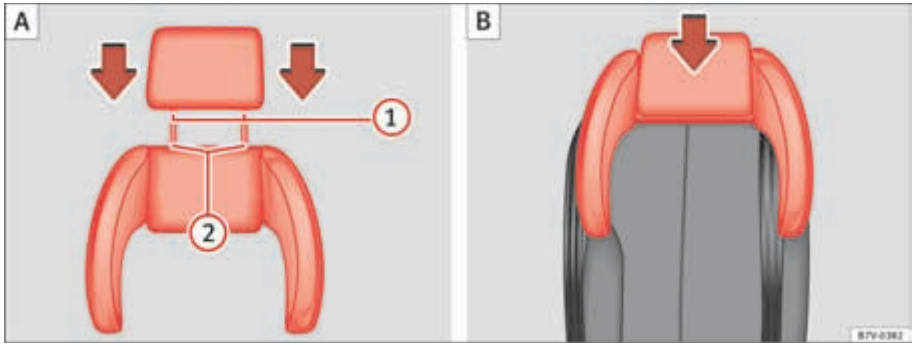

Fig. 31 Integrated child seats. position the head restraint over the side head restraint (A) and fit into place (B).
- Insert the guide rods ⇒ page 53, fig. 31 (1) of the head restraint into the guides on the side head restraint ⇒ page 53, fig. 31 (2).
- Insert the head restraint and the side head restraint into the guides on the corresponding backrest ⇒ page 53, fig. 31 (B).